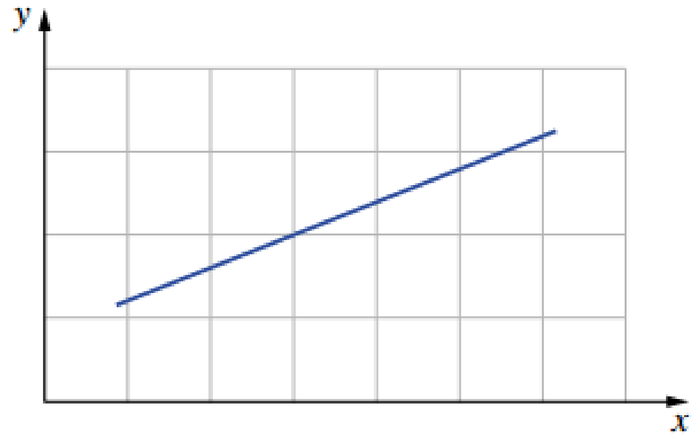

FIGURE 20.5.2 Trend line for variables that change in direct response to each other
- Variables that change in linear or direct proportion to each other produce a straight, sloping trend line (Figure 20.5.2).